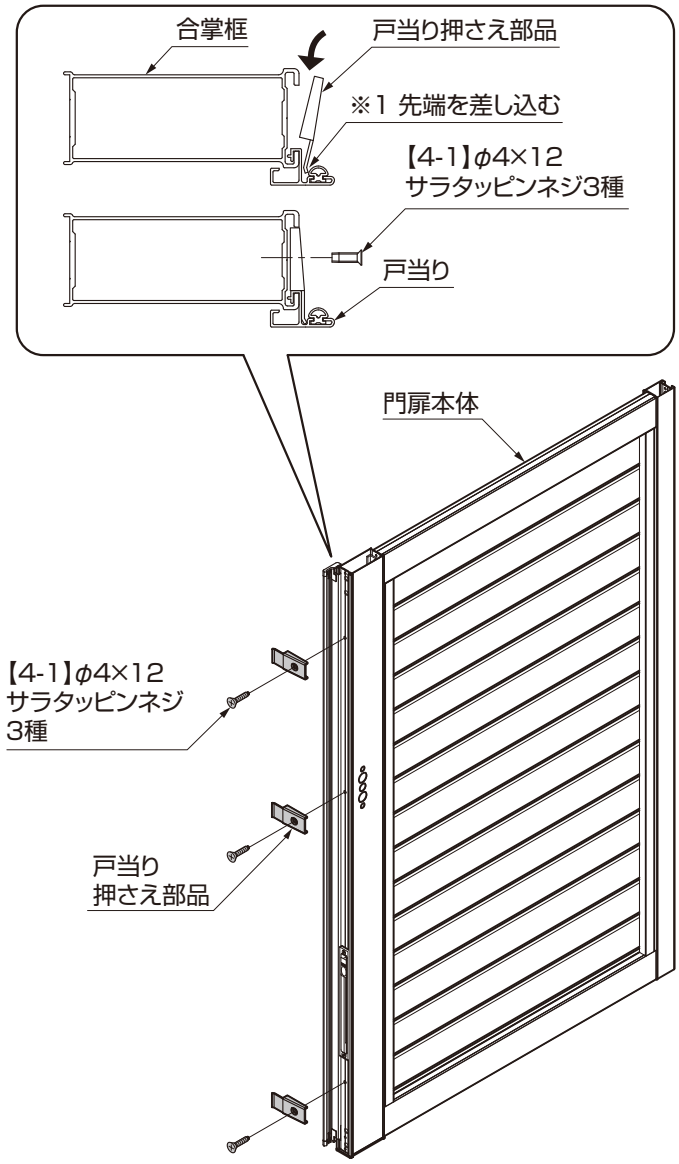
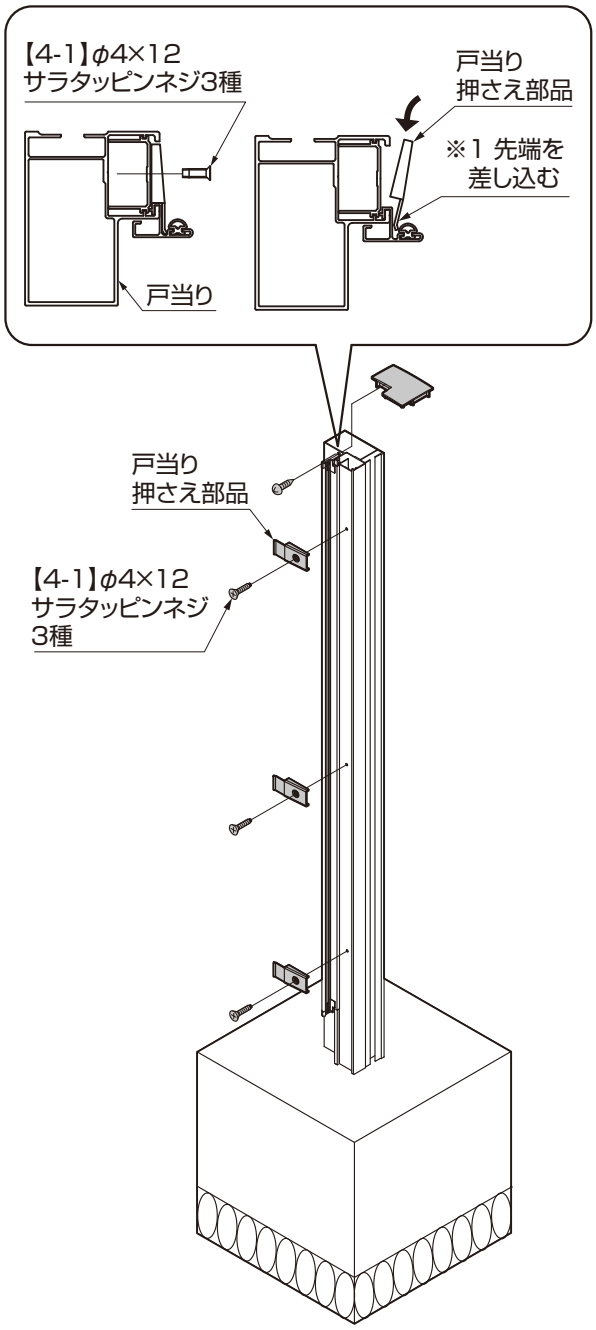

図7-7　合掌框につける場合
図7-8　受け門柱につける場合
① 戸当り押さえを戸当りの溝に差込み（※1）ながら挿入して、【4-1】で取付けしてください。（図7-7、図7-8参照）